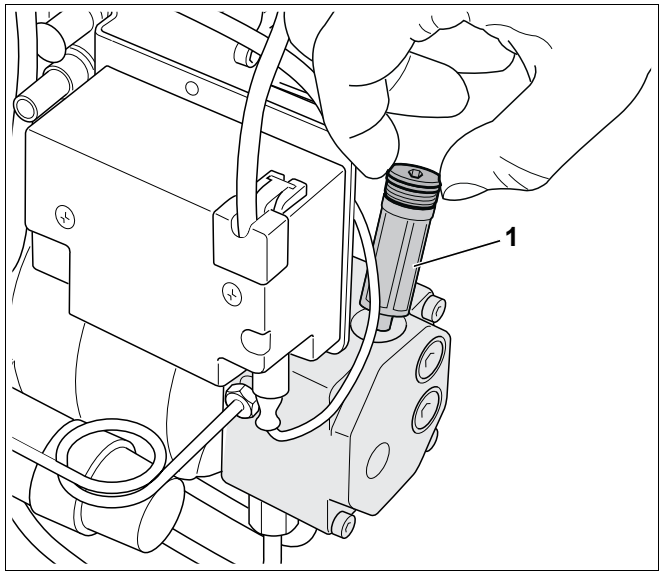

Рис. 12 Проверка фильтра топливного насоса
- Вынуть вверх фильтр топливного насоса (рис. 12, **поз. 1**).
- Очистить фильтр топливного насоса (рис. 12, **поз. 1**) промывочным бензином, если требуется, заменить его, и вновь установить на прежнее место.